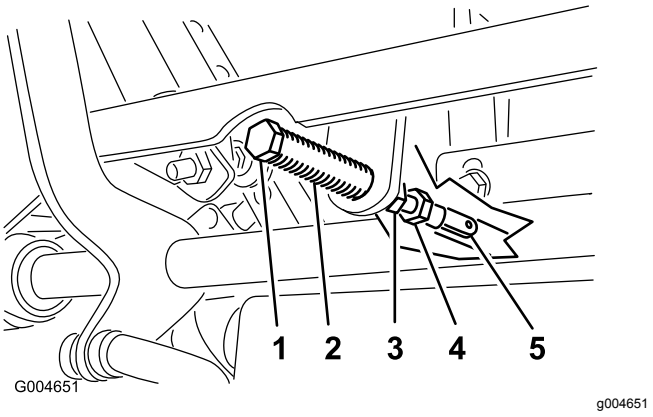

**Rysunek 49**
5. Pociągnij dźwignię do tyłu, aż sworzeń z łbem płaskim i otworem na zawleczkę (na ramieniu nad osią przegubu wału) zetknie się z końcem szczeliny (będzie lekko naciskać na sprężynę), jak pokazano na Rysunek 49.
7. Jeśli konieczna jest regulacja, odkręć nakrętkę i przeciwnakrętkę jarzma (Rysunek 49).
8. Lekko naciśnij dźwignię sterowania jazdą do tyłu, obracaj śrubę regulacyjną w odpowiednim kierunku, aż dźwignia sterująca będzie wyśrodkowana w położeniu NEUTRALNYM ZABLOKOWANYM (Rysunek 49).
9. Dokręć nakrętkę i przeciwnakrętkę (Rysunek 49).
10. Dokręć przeciwnakrętki na przegubach kulowych (Rysunek 49).